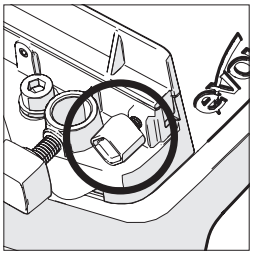

Рис. 5
- Ослабьте винт с барашковой головкой **(Рис. 5)**.